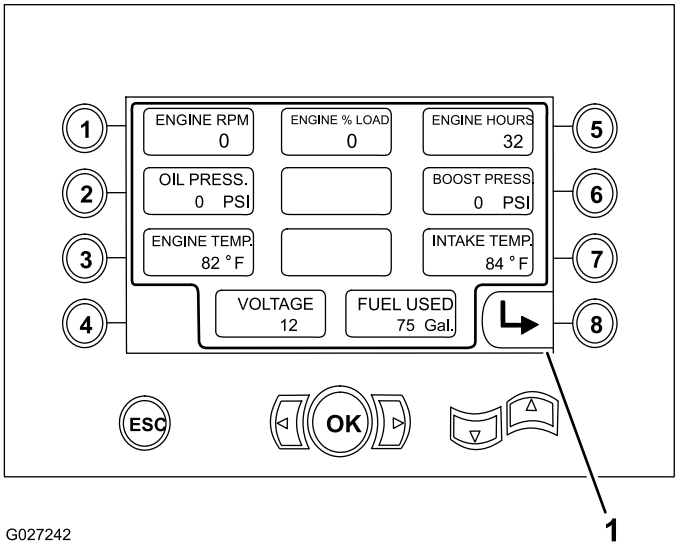

Figura 37
- Velocidad del motor en RPM (Figura 37).
- Porcentaje de carga del motor (Figura 37).
- Horas de uso del motor (Figura 37)
- Presión del aceite y turbo (Figura 37)
- Temperatura de motor, refrigerante y admisión (Figura 37)
- Voltaje (Figura 37)
- Cantidad de combustible usado (Figura 37)